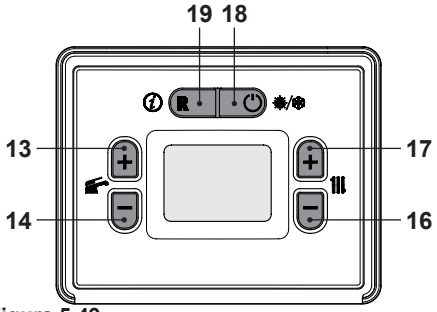
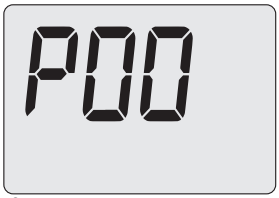
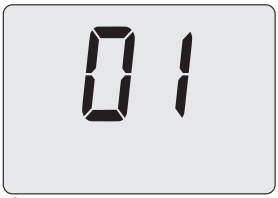

Figura 5.49
Figura 5.50
Figura 5.52
- Entrare in "modalità programmazione" premendo contemporaneamente per 5 secondi i tasti 18 e 19 (Figura 5.49). Sul display LCD appare il codice **P00**, indicante l'entrata nel "parametro P00" (Figura 5.50).
- Premendo il tasto 17 (Figura 5.49) sul display LCD appare il valore del parametro P05 (Figura 5.52).
- Premendo il tasto 13 o 14 (Figura 5.49) si ottiene la conferma del valore inserito e si ritorna alla lista parametri (Figura 5.51).
- Premendo il tasto 18 (Figura 5.49) si esce dalla "modalità programmazione".